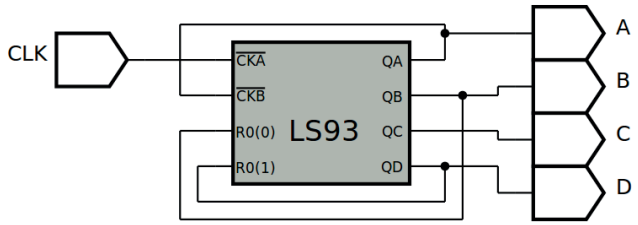

Figura 10.20 – Diagrama esquemático.
5. Utilize um programa de simulação em computador (SmartSim, Atanua, Qucs) faça a simulação do circuito da figura 10.20. Compare os resultados com a tabela 10.5.